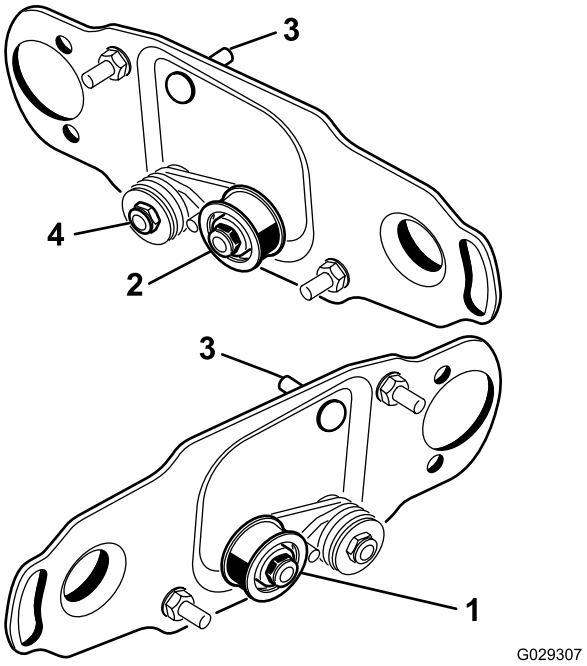

Figura 3
En las unidades de corte delantera izquierda y trasera izquierda, invierta el conjunto de la polea tensora para montarlo en el **extremo derecho** de la unidad de corte (Figura 3), como se indica a continuación:
1. Retire el conjunto de la polea tensora del extremo izquierdo de la unidad de corte y móntelo en el taladro inferior de la placa del cepillo en el extremo derecho de la unidad de corte (Figura 3).
2. Retire el perno de cuello cuadrado y la tuerca y colóquelos en el taladro superior donde estaba el conjunto de la polea tensora (Figura 3).